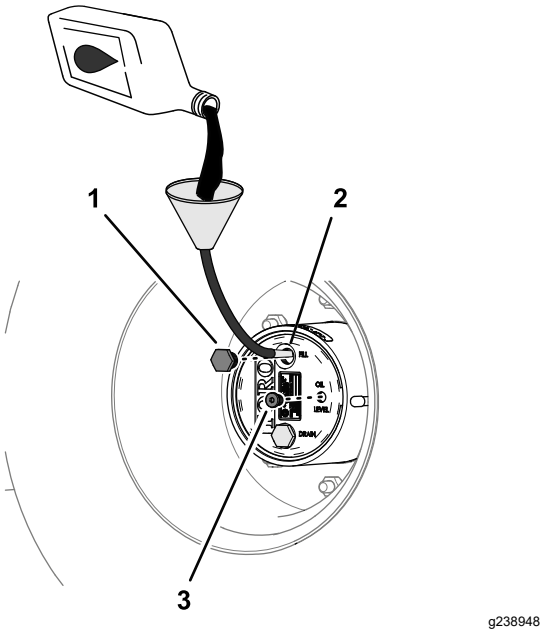

Рисунок 98
масло указанного типа, пока оно не начнет выливаться из контрольного отверстия (Рисунок 98); см. раздел Характеристики масла в планетарной передаче (страница 81).
6. Поставьте пробку заливного отверстия и пробку контрольного отверстия на свои места (Рисунок 98).
1. Через заливное отверстие медленно долейте трансмиссионное масло указанного типа; см. Рисунок 98 в разделе Проверка масла в планетарной передаче (страница 81).
3. Установите на место пробку заливного отверстия и пробку контрольного отверстия, см. Рисунок 98 в разделе Проверка масла в планетарной передаче (страница 81).